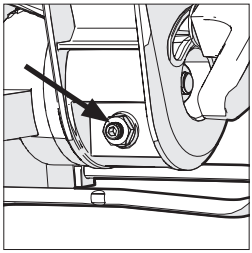

Fig. 10
- Desaperte a porca do parafuso de ajuste do ângulo biselado com uma chave de porcas de 10 mm e uma chave sextavada de 3 mm (não incluídos) **(Fig. 10)**.